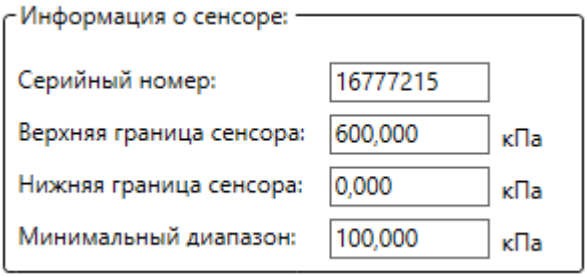

Рисунок 16 — Область «Информация о сенсоре»
3.5.6 Область «Информация о сенсоре» выводит основную информацию о сенсоре датчика (см. рисунок 16);